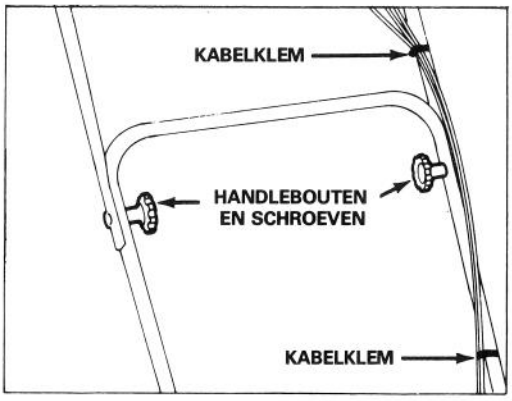

Afbeelding 2
2. BOVEN HANDLE (Afb. 2) — Zet de boven en beneden handle vast met de handleknoppen en schroeven. De bedieningskabels moeten voor de dwarsverbinding van de beneden handle liggen. Zet de bedieningskabels vast met de kabelklemmen.